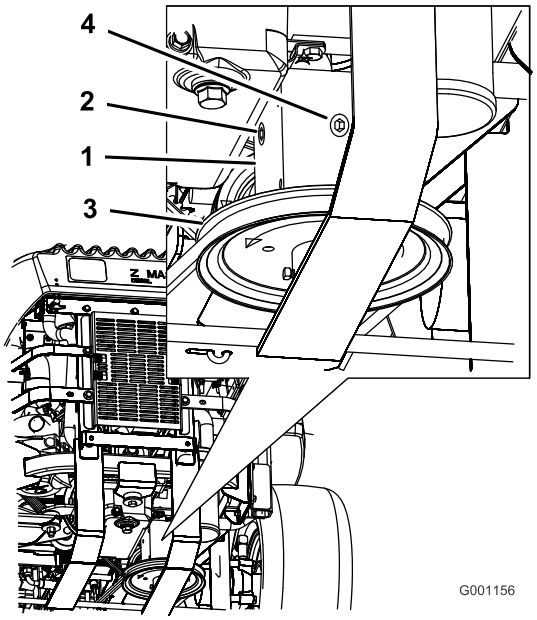

Figuur 51
4. Verwijder de plug aan de zij- of achterkant van de tandwielkast (Figuur 51).